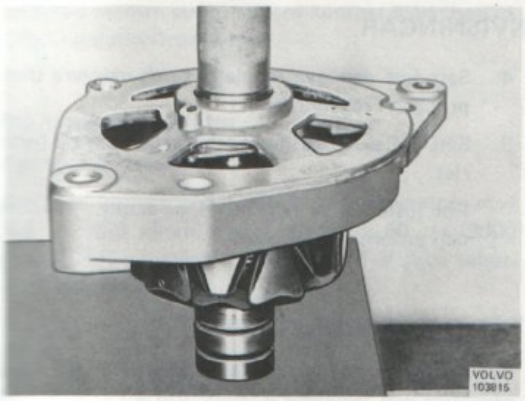

Bild 70. Hopsättning av drivlagersköld och rotor
3. Pressa på lagersköld och distansring på rotorn enligt, bild. 70.